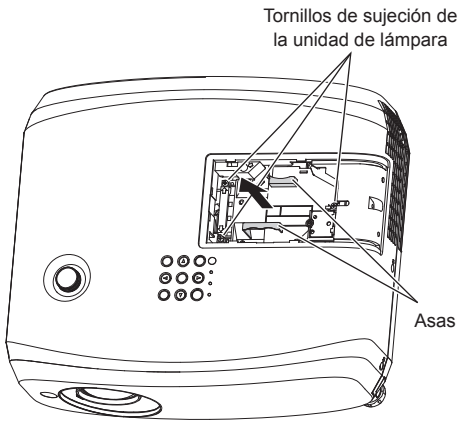

Fig. 2
3) Quite la unidad de la lámpara. (Fig. 2)